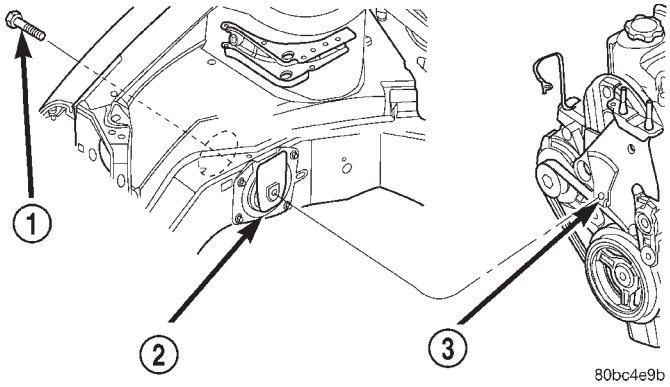
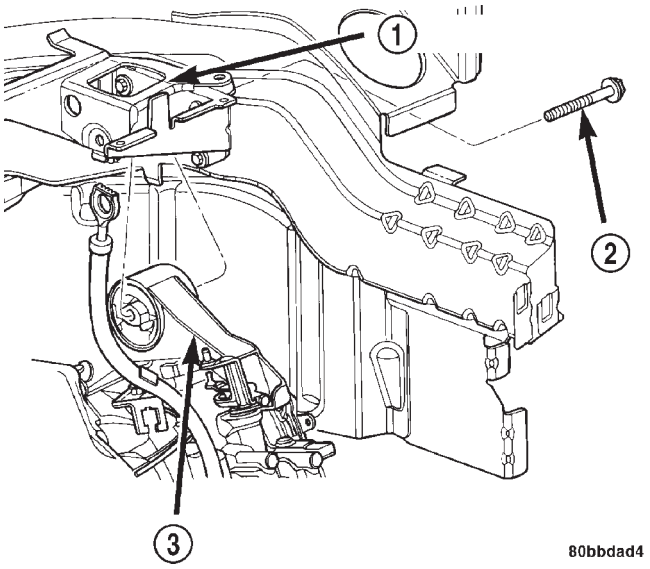

Abb. 24 Durchsteckschraube/Motoraufhängung rechts
Abb. 25 Durchsteckschraube/Motoraufhängung links
(34) Durchsteckschrauben der Motor-/Getriebeaufhängungen rechts und links herausdrehen (Abb. 24) und (Abb. 25).
(35) Fahrzeug langsam anheben, bis sich die Karosserie ca. 15 cm (6 Zoll) über der normalen Motor-Einbaulage befindet.
(36) Lichtmaschine, untere Halterung und obere Halteschraube demontieren.
(37) Fahrzeug weiter langsam anheben, bis Motor und Getriebe aus dem Motorraum freikommen. Motor/Getriebe nach Bedarf auf dem Motorheber verschieben, damit diese von den Karosserievorsprüngen freikommen.
(1) Motor-/Getriebeeinheit unter dem Fahrzeug positionieren und Fahrzeug langsam auf die Motor-/Getriebeeinheit ablassen, bis eine Entfernung von 15 cm (6 Zoll) von den Befestigungspunkten erreicht ist.
(2) Lichtmaschine, untere Halterung und Einstellschraube montieren.
(3) Fahrzeug weiter absenken, bis Motor und Getriebe zu den Befestigungspunkten ausgerichtet sind. Befestigungsschrauben an der Motoraufhängung rechts und Motor-/Getriebeaufhängung links montieren (Abb. 24) und (Abb. 25). Schrauben mit